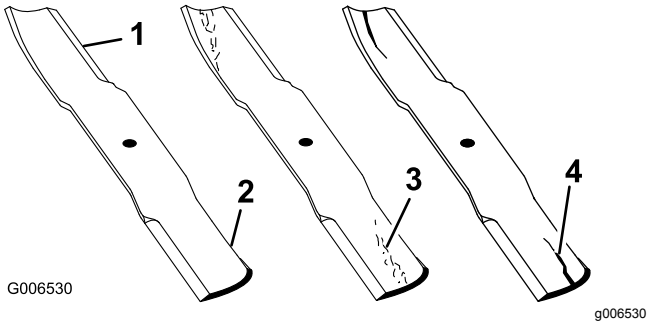

**Figur 81**
1. Efterse skærekanterne (Figur 81).
4. Hvis skæreknivene er beskadiget eller slidt, eller hvis der er antydning af en revne i dette område, skal der straks monteres nye skæreknive (Figur 81).